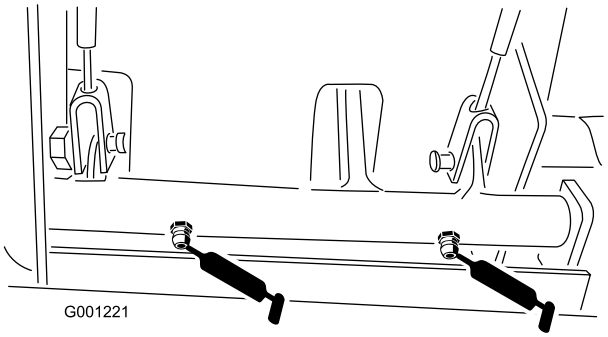

**Figur 41**
- Bromsens svängbussningar (Figur 41)
- Bromskablar (ändarna på drivhjul och bromspedaler) (Figur 41)